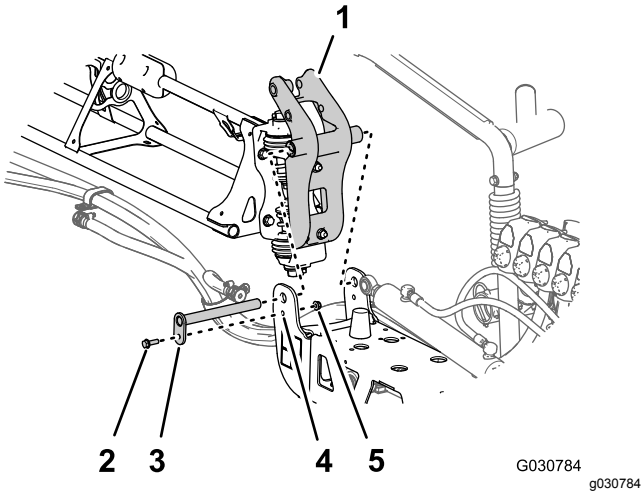

Rysunek 121
3. Ustaw tuleje w złączu osi obrotu równo z otworami w kołnierzach wspornika obrotowego na końcu środkowej sekcji zraszania (Rysunek 121).